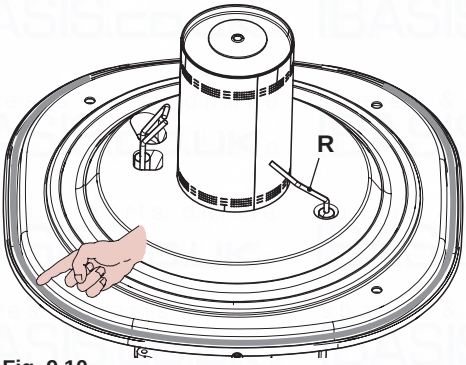

Fig. 9.10
- The detection electrode R in Fig. 9.10 also functions as a sensor for the correct drainage of the condensate.
Caution: After any periodical servicing or disturbance the combustion chamber silicon seal Fig. 9.10 must be fully inspected and replaced at the discretion of the service engineer.